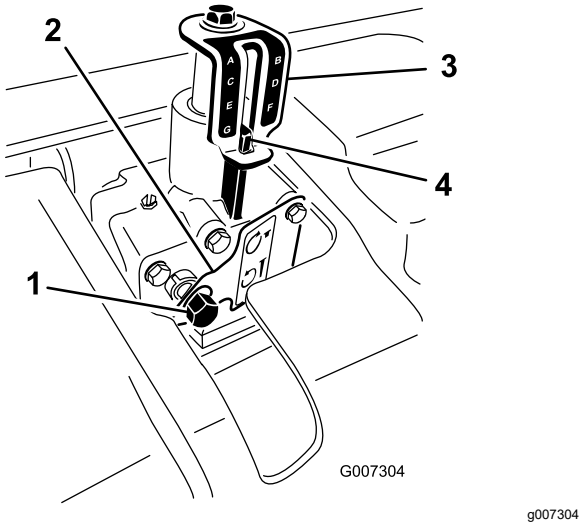

Figura 23
3. Introduzca una llave de vaso de 9/16" con una llave de carraca en el eje de entrada del ajustador de profundidad (Figura 23).
5. Gire el ajustador de profundidad en sentido horario para reducir la profundidad de aireación, o en sentido antihorario para aumentar la profundidad de aireación. (Figura 23).
6. Gire el eje de entrada del ajustador de profundidad hasta obtener la profundidad deseada, indicada en la pegatina del indicador de profundidad (Figura 23).